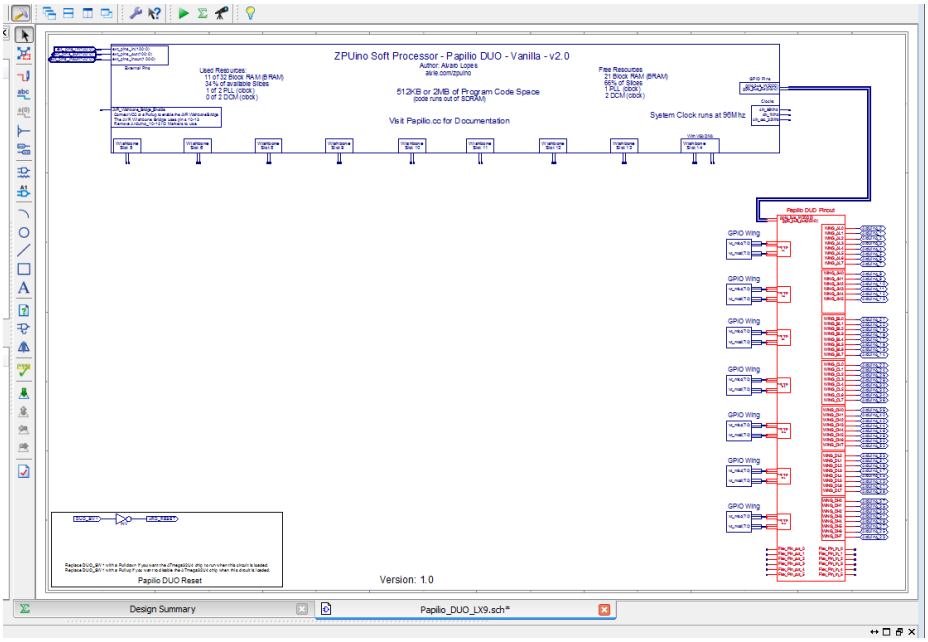

Figure 6-17 *Beginning schematic with DUO pinout block*
2. Next, we need to delete the Papilio DUO pinout block and replace it with the Papilio DUO Computing Shield pinout block. Be sure to delete all the GPIO blocks too, as you won't be needing those. You can find the symbol for the Computing Shield in the *DesignLab\libraries\Papilio_Hardware>* library when you click the Add Symbol icon in the left toolbar. Figure 6-17 shows the starting schematic.